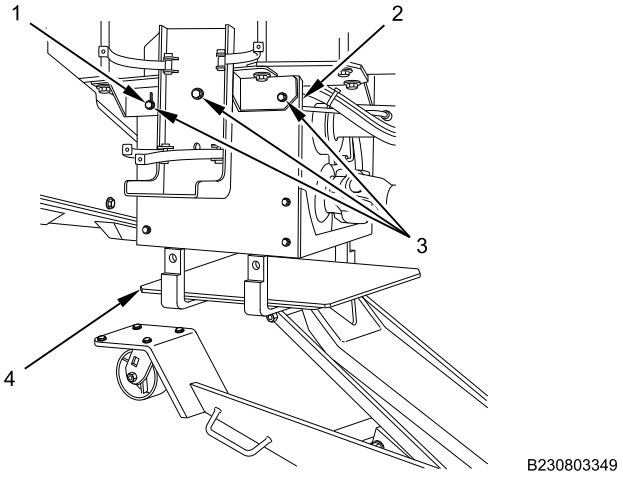

Figure 2. Transfer Case Armor Mounting.
3. Place transmission jack (Figure 2, Item 4) under transfer case armor assembly (Figure 2, Item 2) and support weight of transfer case armor.
4. With assistant, secure transfer case armor assembly (Figure 2, Item 2) to floor jack (Figure 2, Item 4), using straps supplied with transmission jack or equivalent straps.
5. Remove three upper transfer case armor mounting bolts (Figure 2, Item 3) and nuts from left and right side mounting bracket (Figure 2, Item 1).
6. Lower transfer case armor assembly (Figure 2, Item 2) slowly and remove from vehicle.